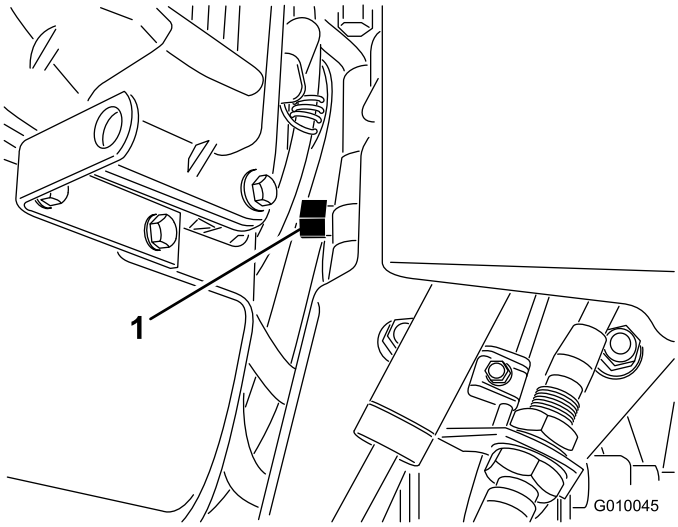

**Figur 30**
2. Find omløbsventilen mellem motoren og den hydrostatiske pumpe (Figur 30).
3. Drej omløbsventilen en omgang mod uret med en skruenøgle på 5/8 tommer. Derved får hydraulikvæsken mulighed for at løbe uden om pumpen, hvilket gør hjulene i stand til at dreje (Figur 30).
5. Drej omløbsventilen en omgang med uret for atter at betjene dybdelufteren (Figur 30).